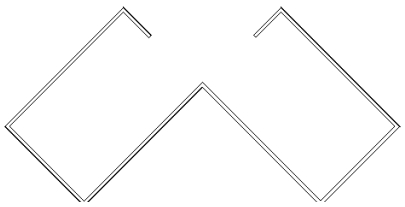

Figure 3-49 *The sketched inclined wall exterior profile*
10. Now, create the next two wall segments of lengths 60'(18288 mm) and 14'(4267 mm) to complete the inclined wall exterior profile, as shown in Figure 3-49.